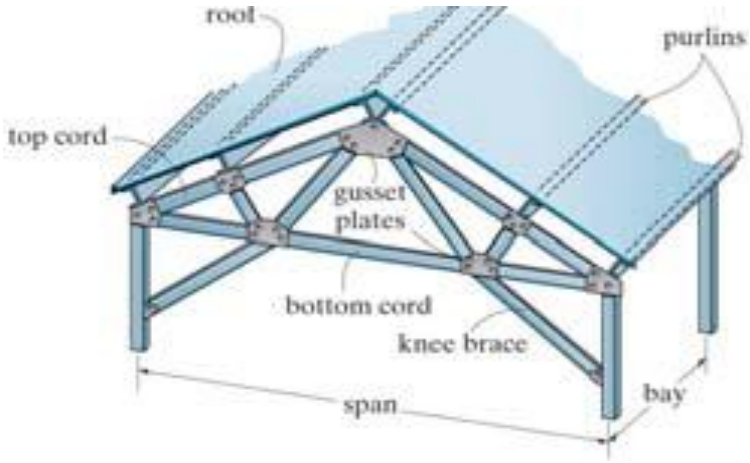

Fig. 6.1 Framing system of roof supported by plane truss
- Typical framing systems for a roof supported by plane trusses are as shown in Figure 6.1.